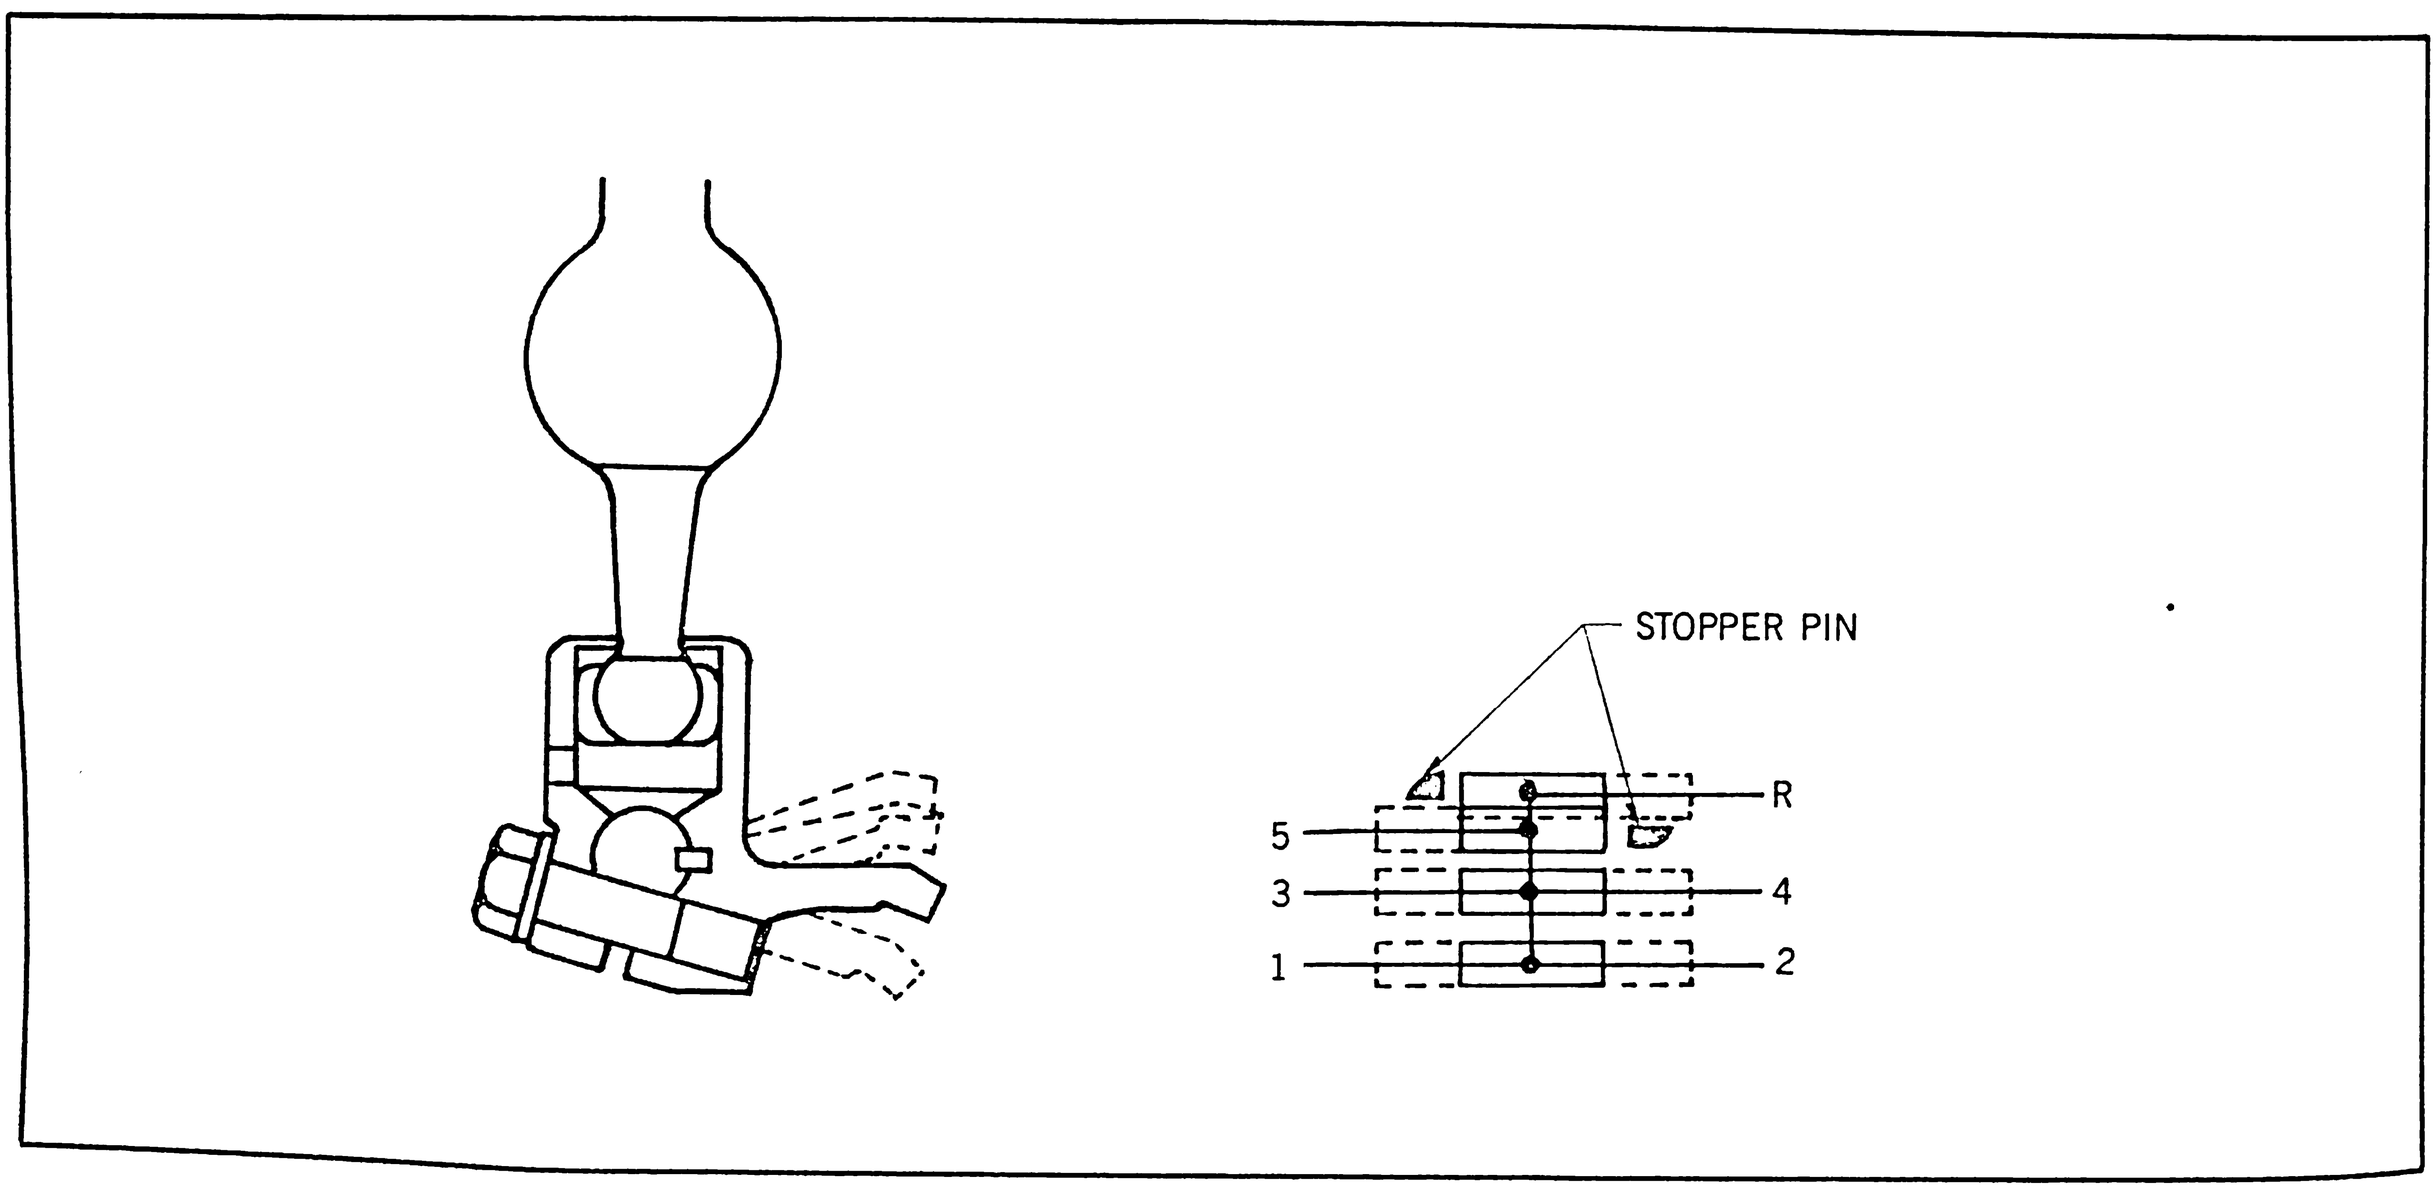

Fig. 5-11 Stopper pin
- When shifting the shift lever from 5th to 4th position, there is tendency to miss-shift to the reverse position. To prevent the miss-shifting, two stopper pins are installed as shown in Fig. 5-11.